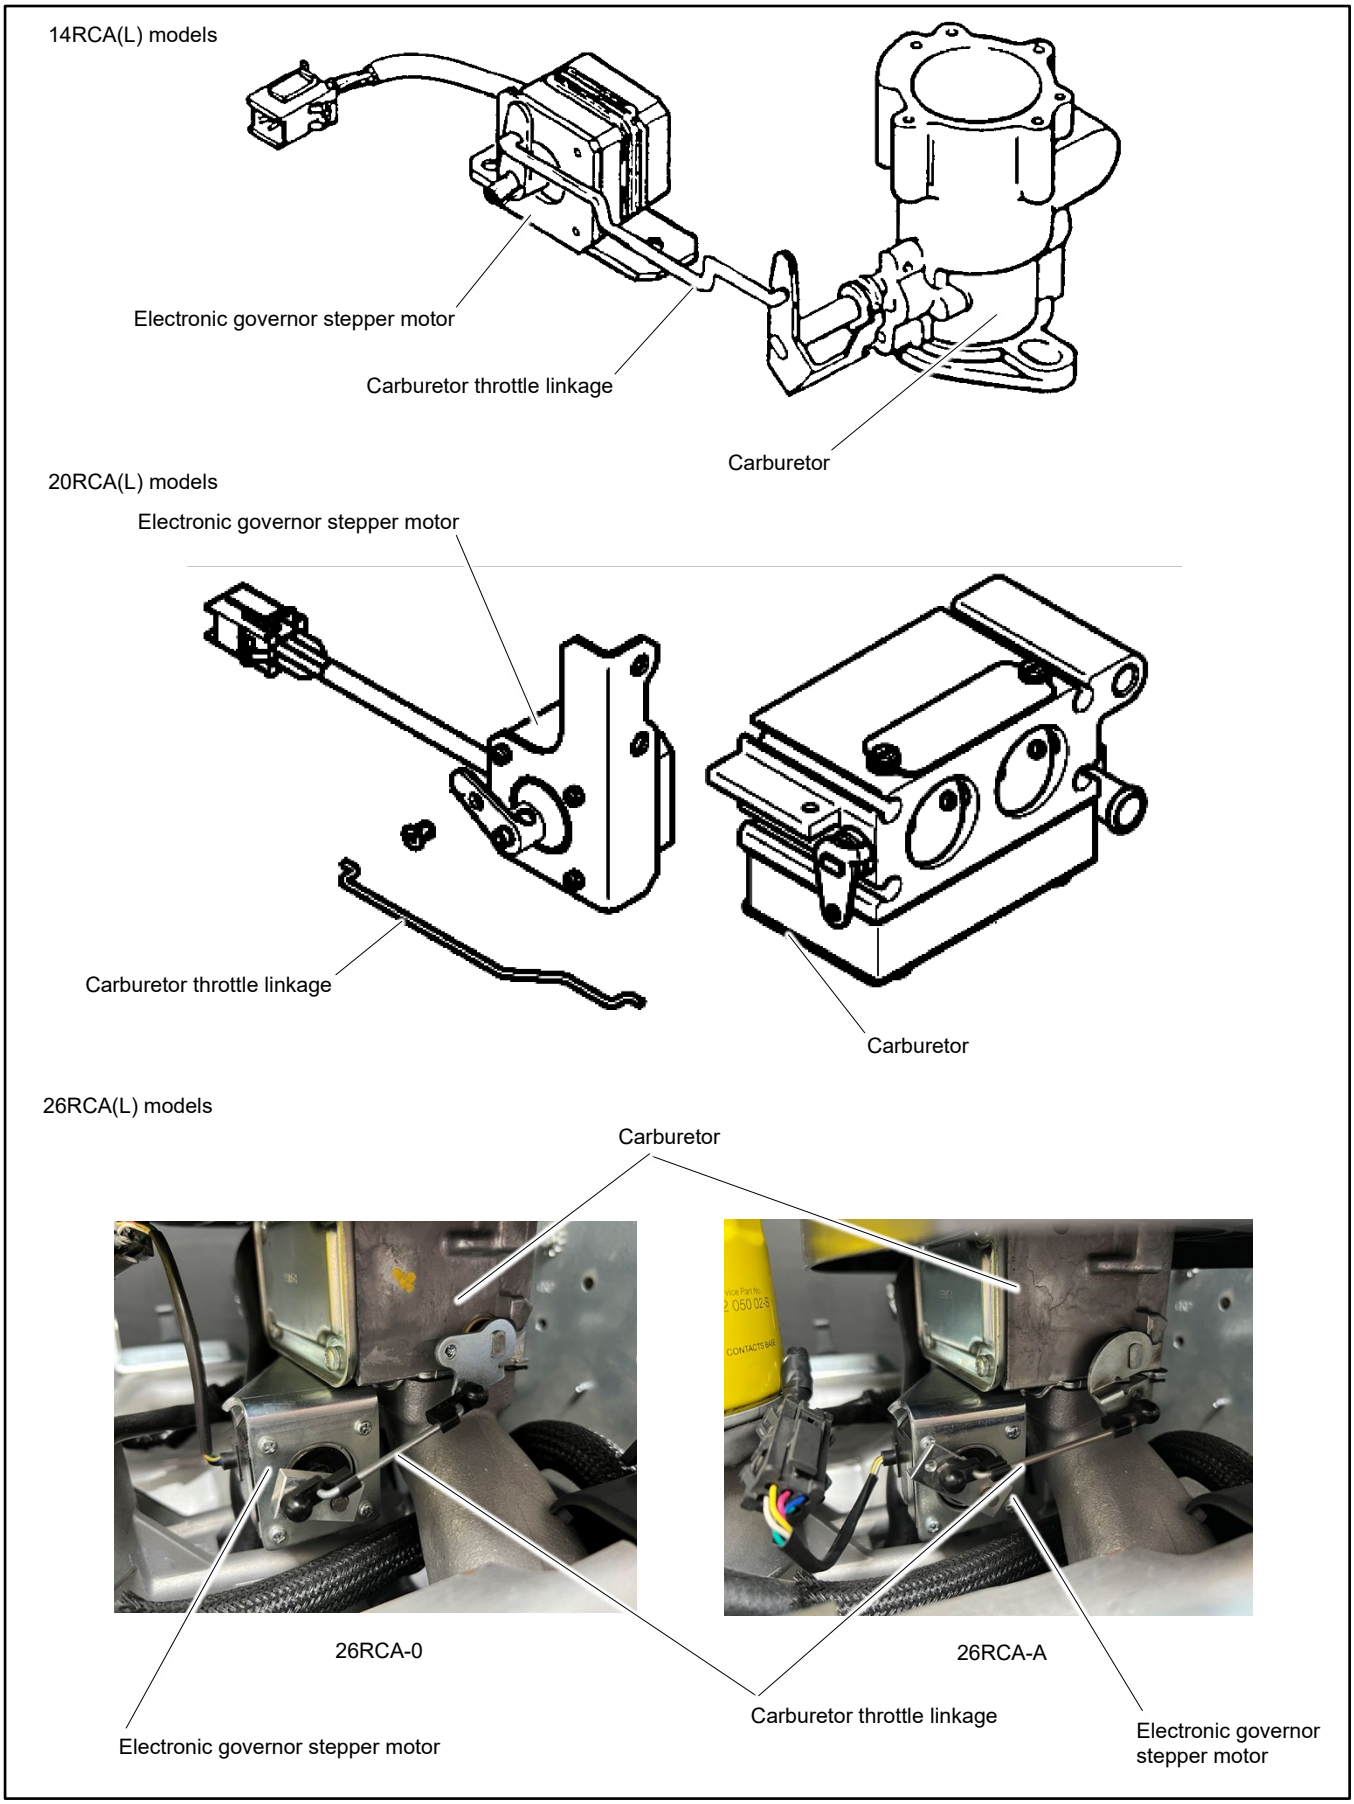

Figure 74 Stepper Motor and Carburetor
3. Hold the throttle linkage steady while the engine is running. See Figure 74. If the engine runs at a steady speed with no hunting or surging when the throttle is held steady, then the hunting/surging problems during operation are probably caused by the governor. Proceed to the Governor System Operation Test section.